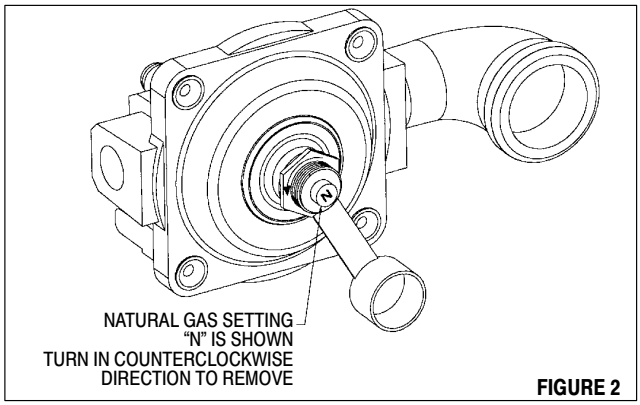

FIGURE 2
2. Unscrew the hex shaped conversion cap from the neck of the regulator. (A wrench may be required to loosen the cap). See figure 2.